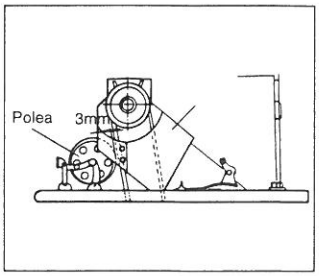

Fig. 6
c) Fije el devanador de canillas a la mesa de forma que su polea embragada no roce la protección de la correa y desembragada se encuentre a unos 3 mm. de la correa (Ver fig. 6).